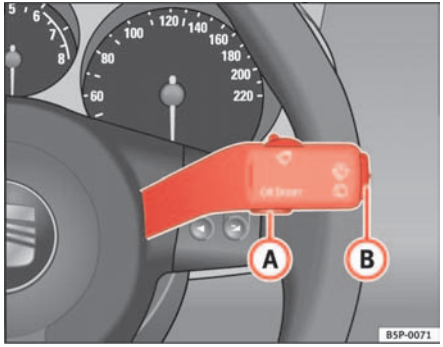

Fig. 39 Windscreen wiper and washer lever: Button A and rocker switch B
A **Service pre-warning** will appear in the mileage displays if a service is due soon. A “spanner” symbol appears and the display “km” with the distance that can be driven until the next service appointment is due. The display will change after approximately 10 seconds. A “clock symbol” appears and the number of days until the service appointment should be carried out. The message displayed in the instrument panel display is [5]: **SERV. IN ... KM OR ... DAYS**. The service message will disappear approximately 20 seconds after the ignition is switched on or the engine is running. The normal display can be resumed by pressing the reset button on the trip counter or by pressing the rocker switch of the MFI ⇒ page 61, fig. 39 (B).
– With the ignition switched on, briefly press the button ⇒ fig. 39 (A) on the windscreen wiper lever to move between the two memories.